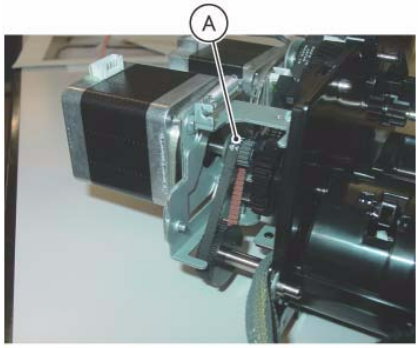

Figure 2 Install the Belt
2. Install the Belt (A) to the Pulley of the DADF Reg Motor. (Figure 2)